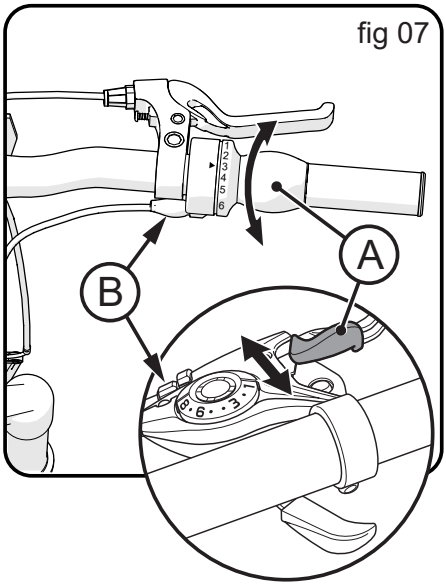

fig 07
- Sin girar la biela, gire el controlador de cambio derecho (A) un "clic" hacia atrás - o un "clic" en la palanca del pulgar (**fig. 07**).
- Gire la boquilla de ajuste (B) hacia AFUERA según sea necesario para que la cadena se mueva exactamente en el segundo piñón trasero y no roce, salte o se retrase.